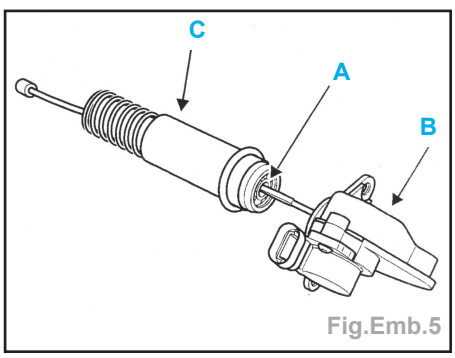

Fig.Emb.5
- Déclipper le croisillon (**A**) avec le potentiomètre (**B**) de l'ensemble «piston - ressort» (**C**) (Fig.Emb.5)